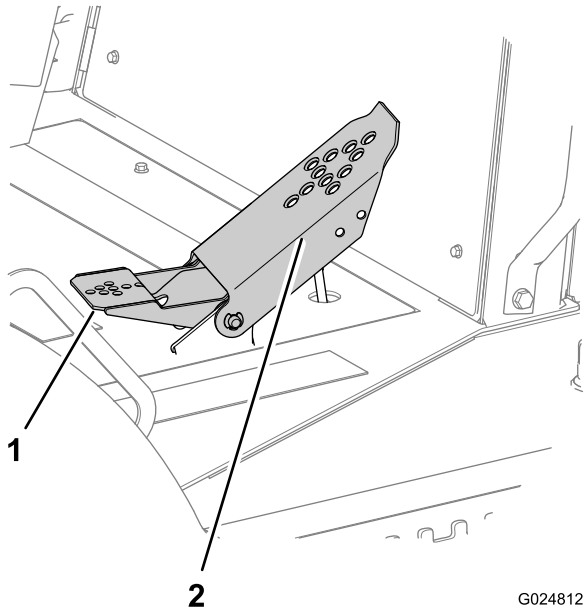

Figure 45
- Appuyez sur le haut de la pédale pour vous déplacer en marche avant (Figure 45).
- Appuyez sur le bas de la pédale pour vous déplacer en marche arrière (Figure 45).
- Pour réduire la vitesse ou arrêter la machine, rapprochez la pédale de la position neutre (Figure 45).